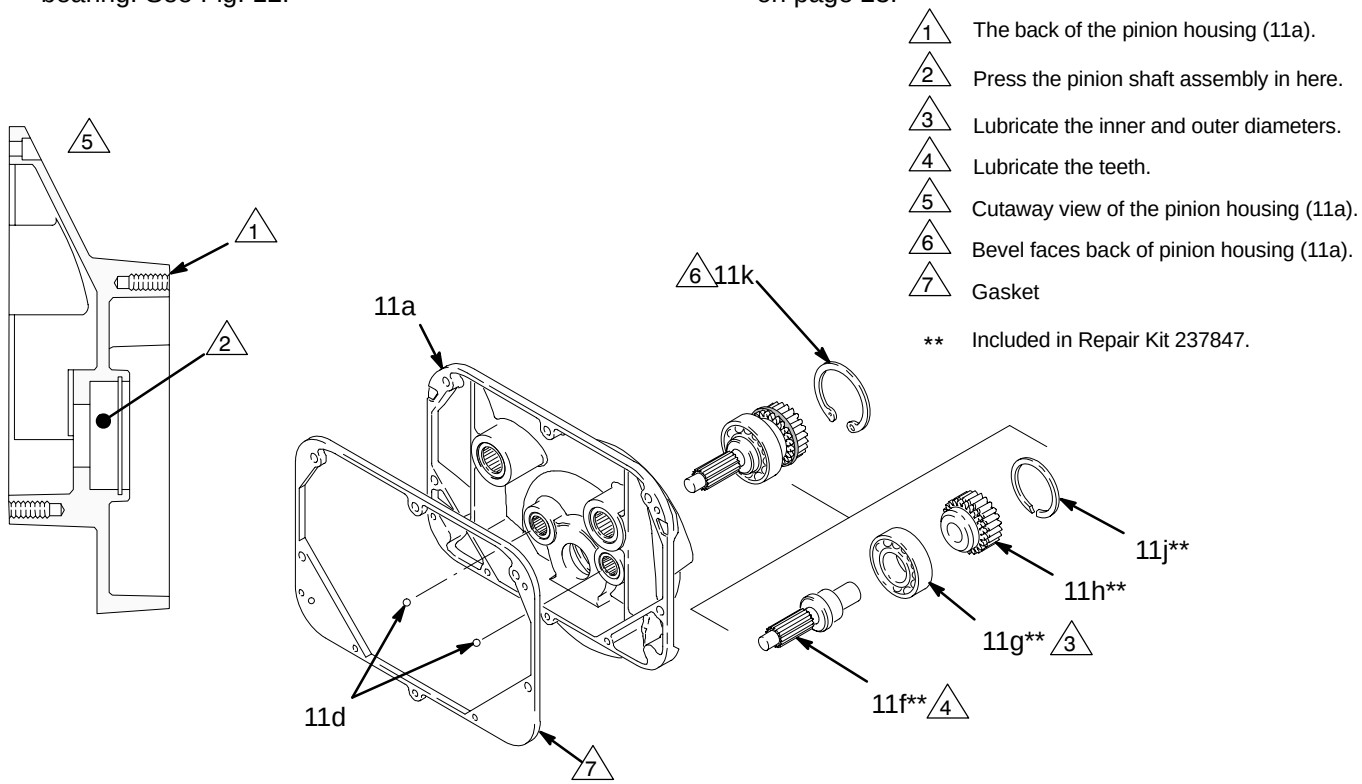

Fig. 13
Replacement of the pinion shaft (11f**), bearing (11g**), or splined hub (11h**) (Fig. 13, page 22) requires removal of the pinion housing (11). Follow steps 1 through 4 below.
3. Remove the two bottom screws (10) and lockwashers (9) first, then remove the two side screws (10) and lockwashers (9), and last remove the top screw (10) and lockwasher (9).
4. Pull the pinion housing (11) away from the clutch housing (2). The armature (4b) will come with it.
5. Pull the armature (4b) off the hub (11h***)* of the pinion housing. Also see Fig. 13.
6. If replacing the complete pinion housing assembly (11), brush G-n lubricant (supplied) on the pinion shaft teeth. Then recoat the pinion shaft teeth with bearing grease (supplied). Pack the remaining bearing grease in the bottom part of the pinion housing. Use all of the bearing grease.
7. Install new gasket (109) (supplied).
NOTE: Refer to Fig. 13 except where noted.
4. Install the rings (11k and 11j**). Be sure to install 11k with the bevel facing the back of the housing. See Fig. 13.
5. Install new gasket (109).
6. Reassemble to drive housing (12). See step 10 on page 18 for the timing procedure.
5. Apply lubricant to the parts as shown in Fig. 13.
8. Install the rings (11k and 11j**). Be sure to install ring 11k with the bevel facing the back of pinion housing (11a). Install the small ring (11j**). See Fig. 13.
Examine the splined hub (11h**, Fig. 13, page 22) for wear. Replace as needed. Follow the Pinion Housing instructions, page 21.
8. After installing the rotor (4a), pull the engine recoil rope to assure that the engine turns freely, and there is no contact between the rotor (4a) and the field (6). If there is contact, loosen the setscrews (25) and reposition the field. Tighten the setscrews oppositely and evenly to 27 in–lb (3.2 N□m).
9. Be sure the face of the **armature (4b)** is clean. Assemble the armature to the hub in the pinion housing (11). A retaining ring located within the armature makes it difficult to assemble these parts. Follow this procedure for the best results. First, lock a few splines of both parts. While they are locked, use a screwdriver to gently push the retaining ring into the armature, and finish engaging the splines. Push the armature onto the hub until it contacts the ring (11j**). See Fig. 13 on page 22.